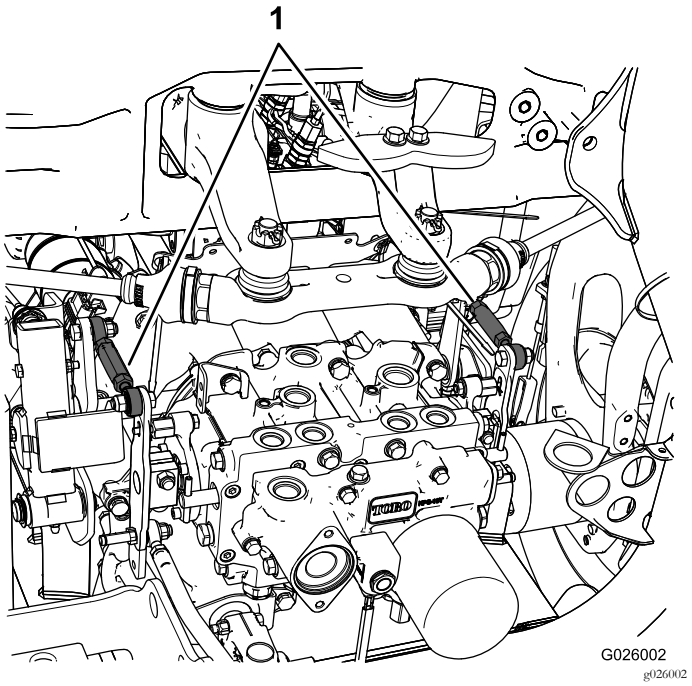

Figuur 9
- Als de linkerachterband draait, draait u de borgmoeren van de regelstang van de transmissie aan de linkerkant losser (Figuur 9).